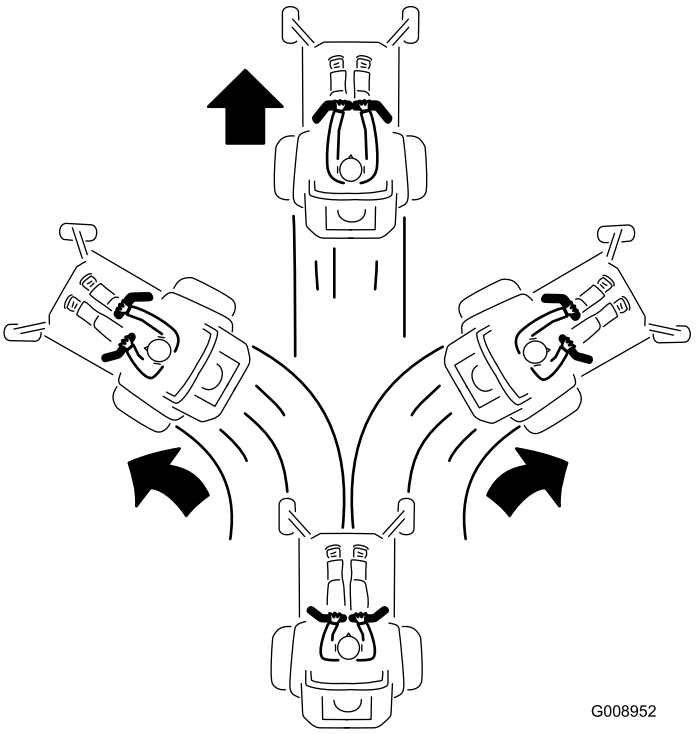

Figure 26
3. Pour vous déplacer en marche avant, poussez lentement les leviers de commande de déplacement vers l'avant (Figure 26).